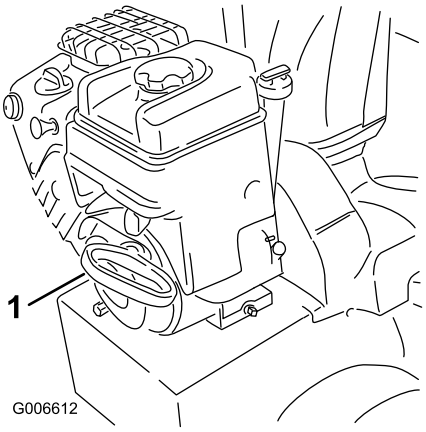

Figur 23
7. Træk i tilbageslagsstarteren (Figur 23).